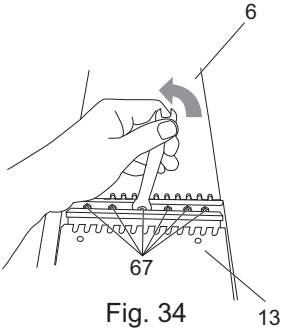

Fig. 34
> Desaperte os seis parafusos tensionadores da lâmina (67), girando-os para a esquerda com a chave de 8 mm. (Fig. 34)